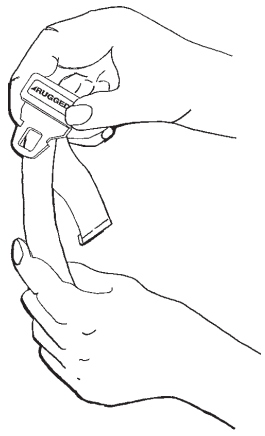

Figura 47
- **Para cerrar la correa de sujeción**, empuje la placa de cierre dentro del receptor hasta que oiga un clic. Cuando abroche la correa del tórax asegúrese de que la placa de cierre pasa a través de ambos enlaces (C) situados en la correa del hombro (Figura 47).